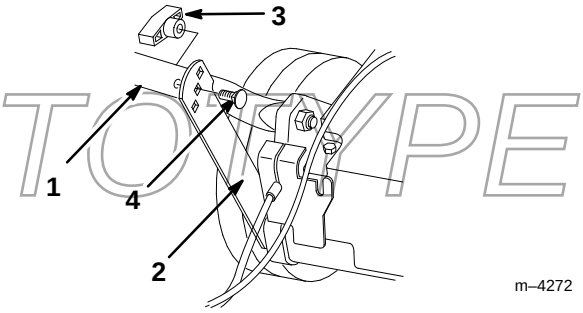

Figure 2
1. Remove the four handle bolts and knobs in the lower handle (two bolts have a flat cap and the other two have a contoured cap to fit the handle (Fig. 2).
2. Swing the lower handle back and the support brackets up, aligning the brackets with the holes in the handle (Fig. 2).
3. Secure the handle to the support brackets with the two flat handle bolts and two knobs, using the height adjustment holes on the brackets that best fit your height (Fig. 2)